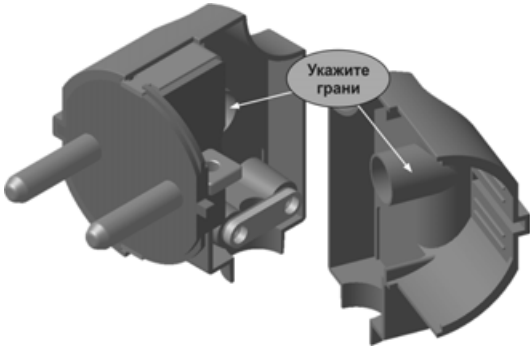

Рис. 7.50
- Нажмите кнопку **Соосность** на панели **Сопряжения** и укажите курсором цилиндрические грани выступов на внутренней поверхности обеих крышек (рис. 7.50).